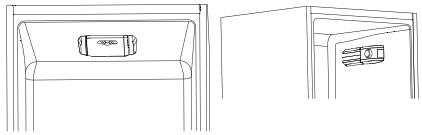

Fig.4
• El termostato para el control del aparato se encuentra dentro de la celda frigorífica (fig. 4). Gire la rueda del termostato sacándola de la posición “0”. Cuando la puerta del frigorífico está abierta, la luz permanece encendida.